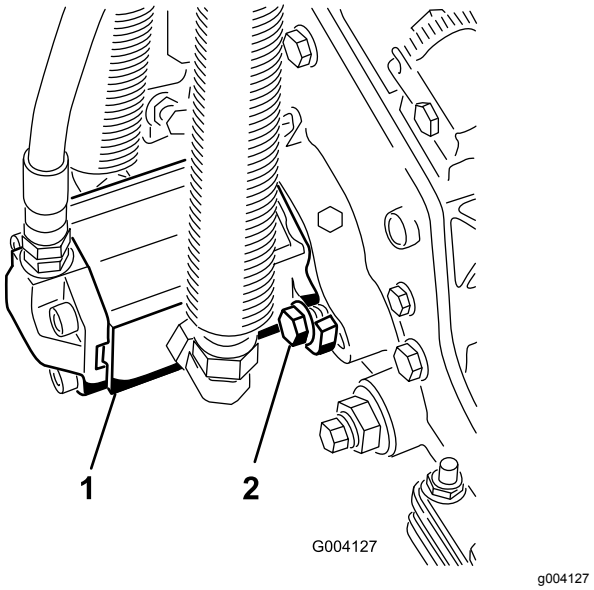

Figuur 14
16. Plaats de motor door deze rechtsom te draaien zodat de flenzen van motor loskomen van de bouten (Figuur 14).